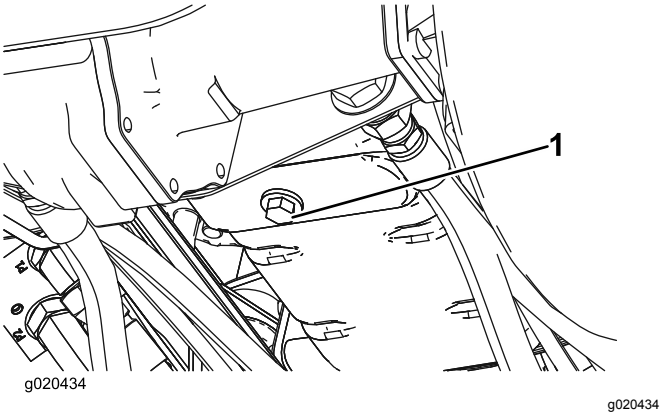

Figuur 54
1. Verwijder de aftapplug (Figuur 54) en laat de olie in een opvangbak lopen. Als er geen olie meer naar buiten stroomt, plaatst u de aftapplug terug.